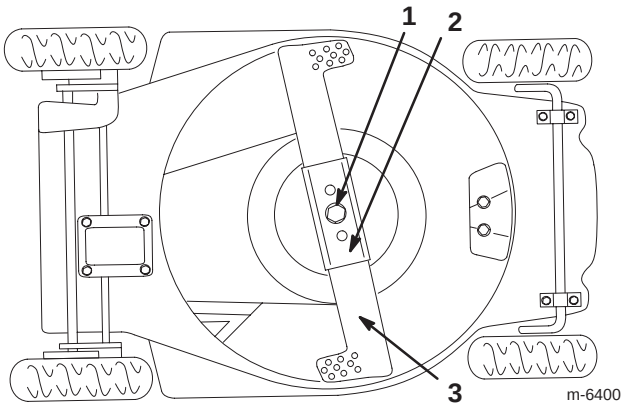

Figur 20
4. Tippa gräsklipparen åt **vänster** (luftfiltret uppåt) (figur 20).
2. Avlägsna knivbulten, låsbrickan, kniven och knivförstärkaren (figur 20).